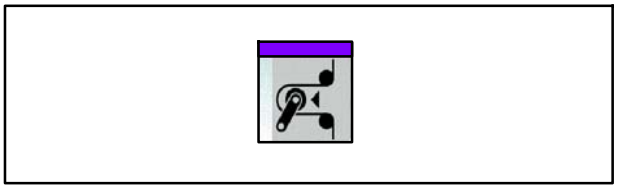

Fig. 213 Touche Enclencher/couper la tension de bande
4. Enclencher la tension de bande en appuyant sur la touche Enclencher/couper la tension de bande (Fig. 213) du terminal de commande (si elle n'est pas déjà enclenchée)